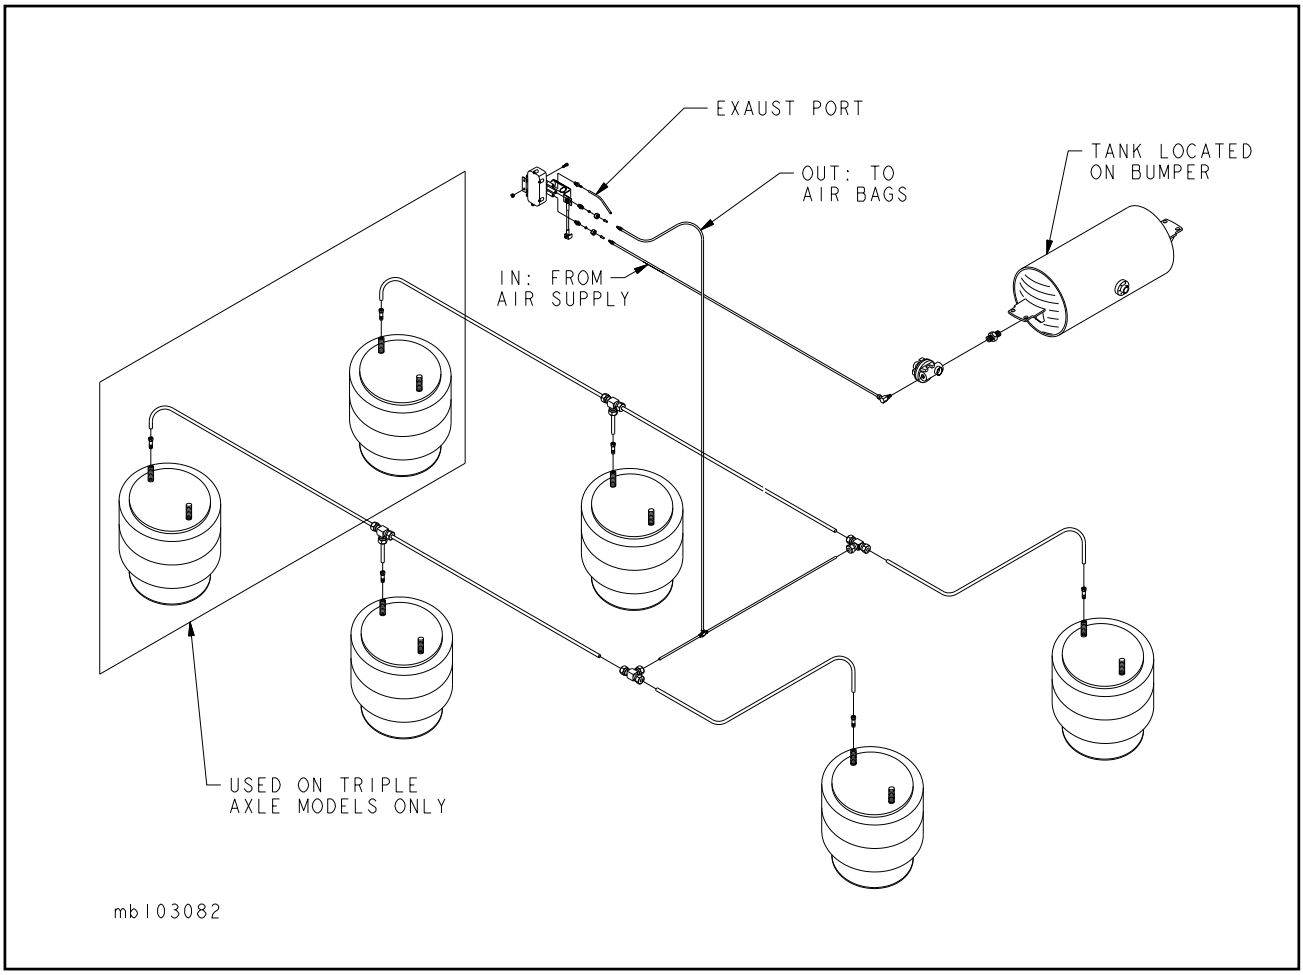

Figure 4-3 Tandem/Triple Axle Air Ride Suspension
a. See Figure 4-3 for Tandem/Triple Axle Air Ride Suspension drawing